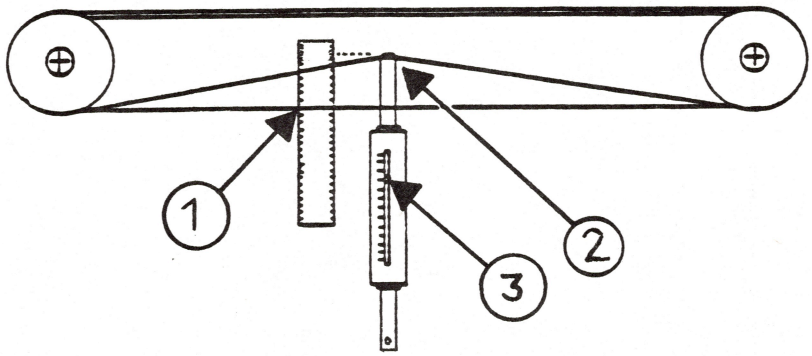

FIGURE 14
23. Lay a ruler under the front edge of the carrier wire **(use the rear edge for the 15 inch ImageWriter)** and visually mark the point where the carrier wire crosses the ruler (see Figure 14, #1). With the carriage assembly at the far left, push the carrier wire at its center with a tension gauge (see Figure 14, #2).
24. When the wire has been pushed 3/8 of an inch away from its original position, check the tension gauge (see Figure 14, #3). It should read 1 lb. If it doesn't, adjust the screw of the tension arm and recheck.